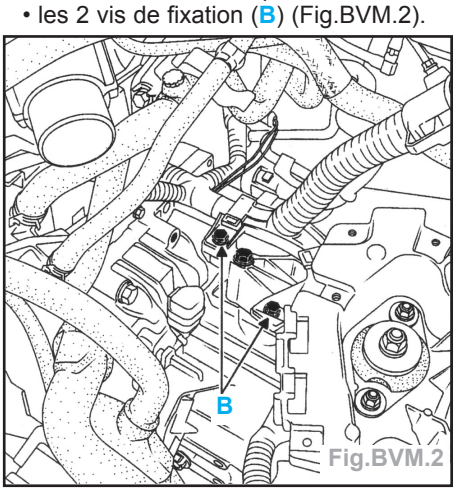

Fig.BVM.2
- les 2 vis de fixation (**B**) (Fig.BVM.2).